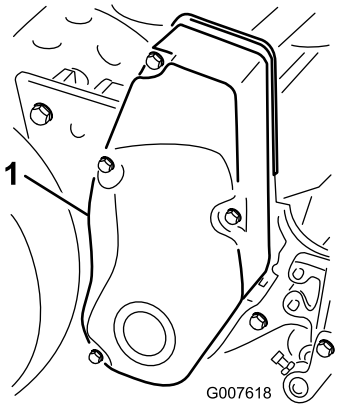

Figuur 41
1. Verwijder de bevestigingen van de drijfriemkap en de drijfriemkap zodat u bij de riem kunt komen (Figuur 41).